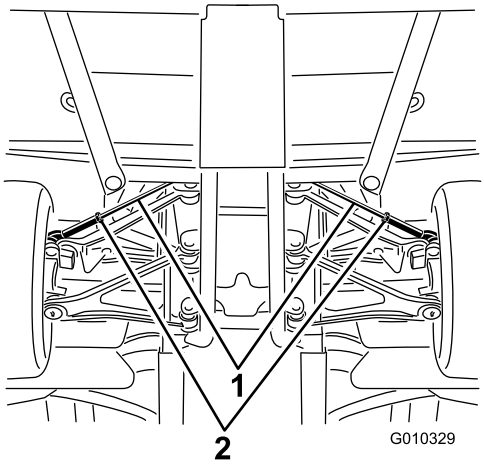

Figura 61
A. Desaperte a porca de bloqueio no centro da barra de direcção (Figura 61).